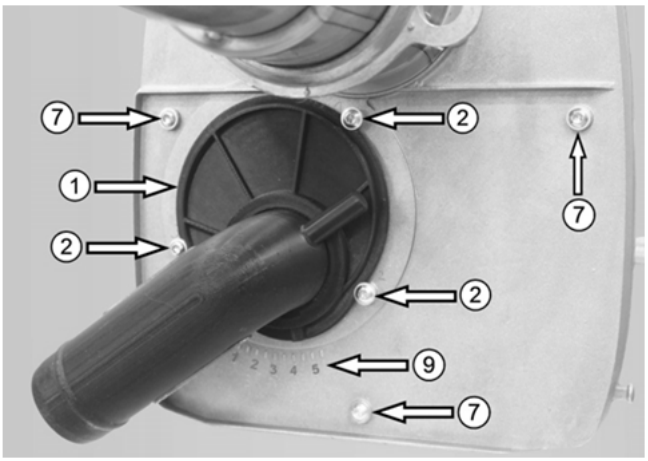

Abb. 4: Montiertes Anschluss-Stück RLU
- Remove the three locking screws ⑥ from the air intake nozzle.
- Install the three locking screws ⑥ in pos. ⑦ (see also Fig. 4).
- Definitely keep the air intake nozzle ⑧ in the burner housing.